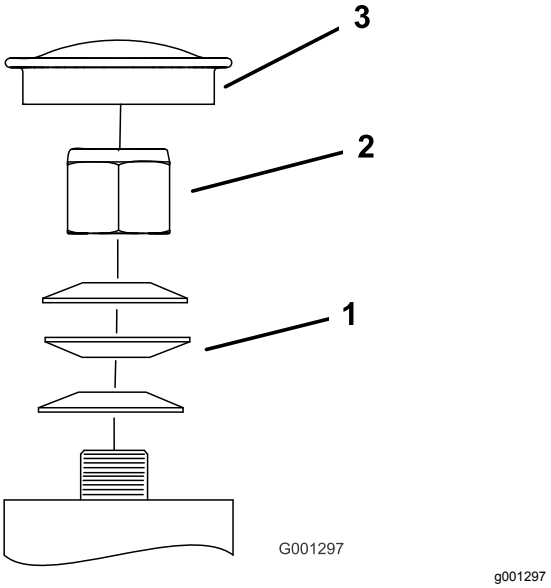
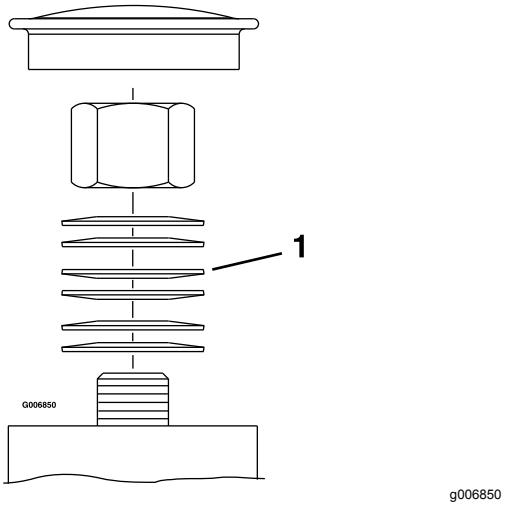

Figur 54
Figur 55
3. Fjern støvhætten fra styrehjulet, og spænd låsemøtrikken, indtil fjederskiverne er flade, og skru derefter ¼ omgang ud for at indstille forspændingen på lejerne korrekt (Figur 54 og Figur 55).
Vigtigt: **Sørg for, at fjederskiverne er monteret korrekt som vist i Figur 54 og Figur 55.**